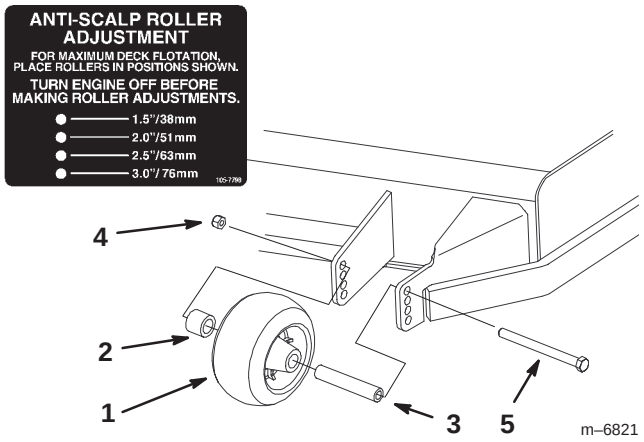

Figure 18
2. After adjusting the height-of-cut, adjust the rollers by removing the flange nut, bushing, spacer, and bolt (Figures 18, 19 and 20).
3. Select a hole so the anti–scalp roller is positioned to the (Figures 18, 19 and 20).
4. Install the flange nut bushing, spacer, and bolt. Torque to 40–45 ft–lb (54–61 N' m) (Figures 18, 19 and 20).